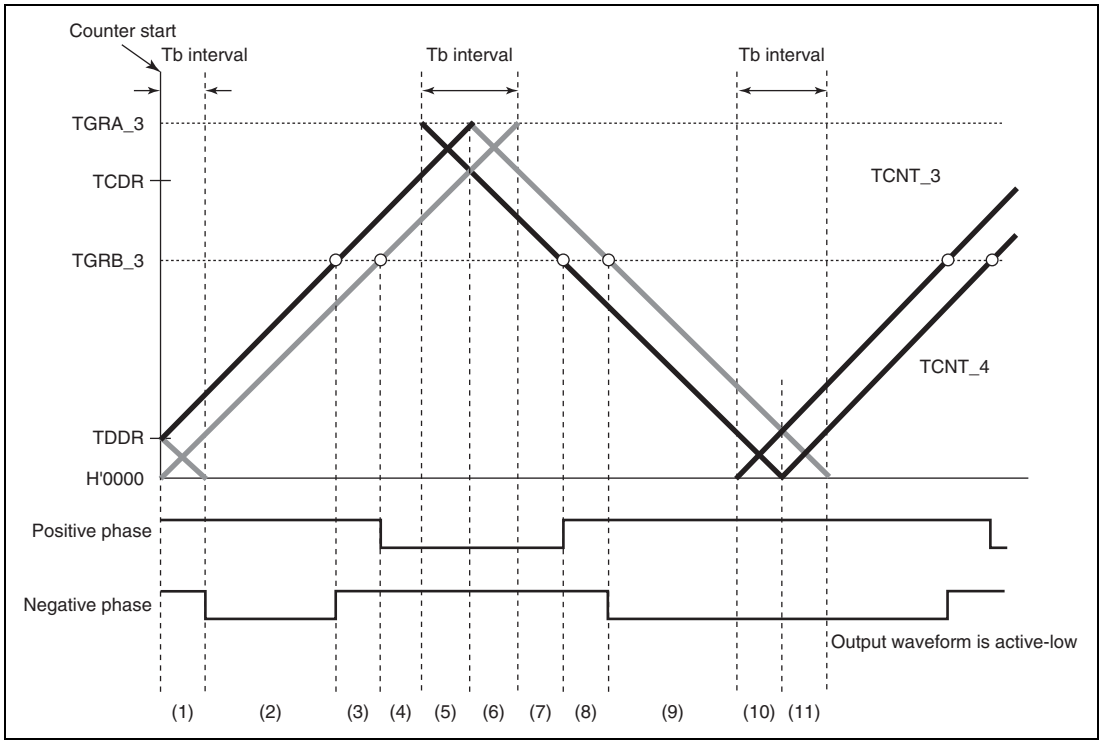
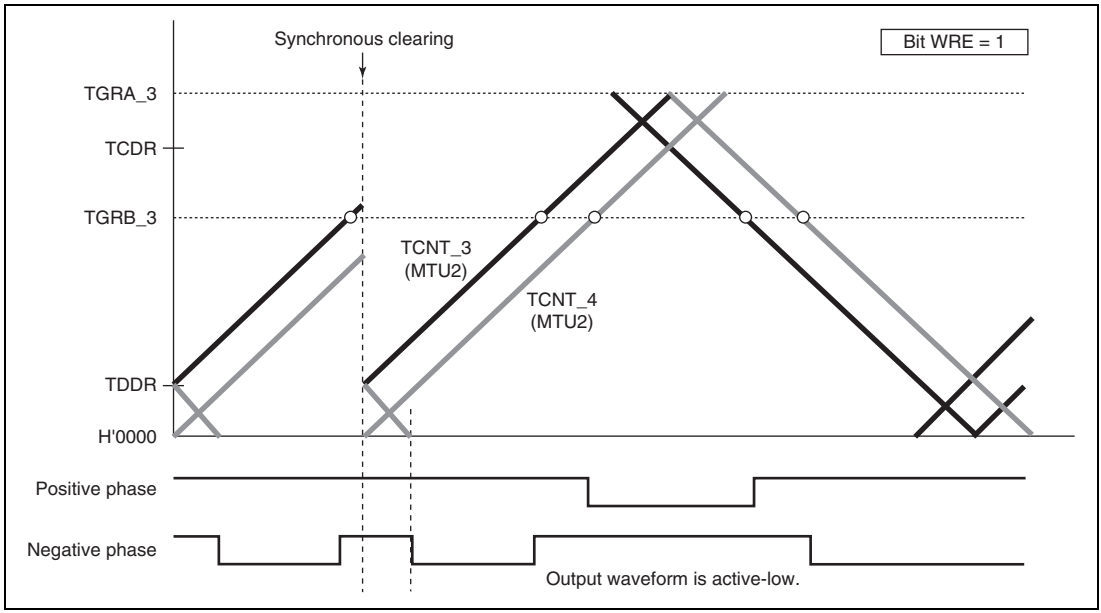
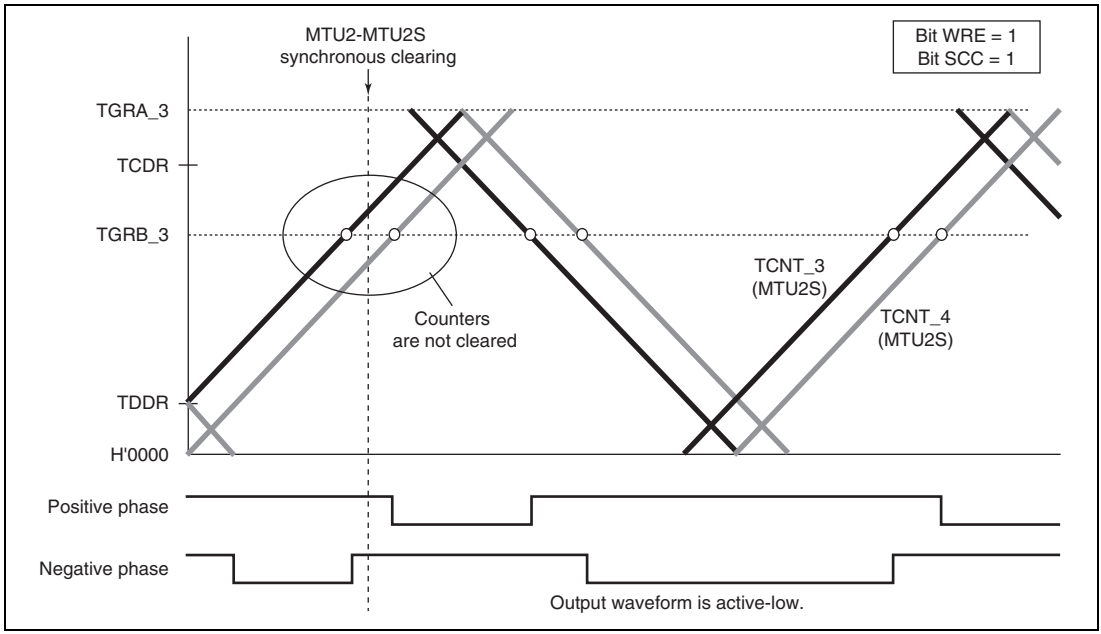

**Figure 10.56 Timing for Synchronous Counter Clearing**
**Figure 10.58 Example of Synchronous Clearing in Dead Time during Up-Counting (Timing (3) in Figure 10.56; Bit WRE of TWCR in MTU2 is 1)**
**Figure 10.64 Example of Synchronous Clearing in Dead Time during Up-Counting (Timing (3) in Figure 10.56; Bit WRE is 1 and Bit SCC is 1 in TWCR of MTU2S)**
Initial output suppression is applicable only when synchronous clearing occurs in the Tb interval at the trough as indicated by (10) or (11) in figure 10.56. When synchronous clearing occurs outside that interval, the initial value specified by the OLS bits in TOCR is output. Even in the Tb interval at the trough, if synchronous clearing occurs in the initial value output period (indicated by (1) in figure 10.56) immediately after the counters start operation, initial value output is not suppressed.
Figures 10.58 to 10.61 show examples of output waveform control in which the MTU2 operates in complementary PWM mode and synchronous counter clearing is generated while the WRE bit in TWCR is set to 1. In the examples shown in figures 10.58 to 10.61, synchronous counter clearing occurs at timing (3), (6), (8), and (11) shown in figure 10.56, respectively.
Figures 10.64 to 10.67 show examples of operation in which the MTU2S operates in complementary PWM mode and MTU2–MTU2S synchronous counter clearing is suppressed by setting the SCC bit in TWCR in the MTU2S to 1. In the examples shown in figures 10.64 to 10.67, synchronous counter clearing occurs at timing (3), (6), (8), and (11) shown in figure 10.56, respectively.